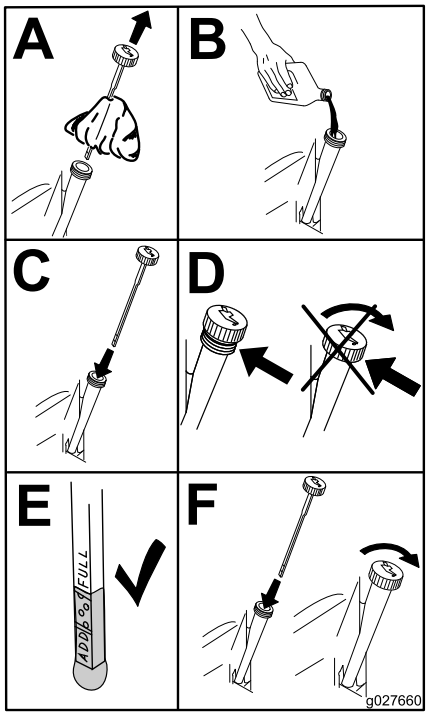

Figure 49
4. Versez lentement environ 80 % de l'huile spécifiée dans le tube de remplissage, puis faites l'appoint lentement jusqu'à ce que le niveau atteigne le repère maximum (**Full**) (Figure 49).